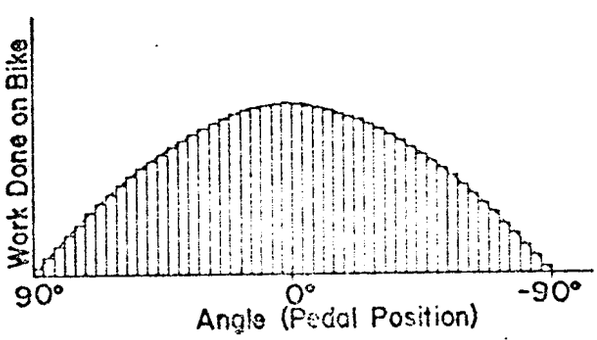
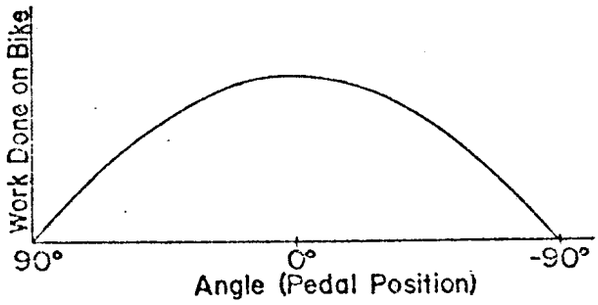

Figure 8. The work done as the pedal moves through a small angle depends on the pedal position.
Figure 9. Work done on the bike depends on the pedal position.
At any rate, if the pedal crank is slowly turned through a particular angle at each of many different positions, the forward distance the bike travels is the same each time. That is, the distance traveled by the bike doesn't depend on the position of the pedal, but only on how far the pedal moves along the arc. Since the work done on the bike is the impelling force, F_i, times the distance the bike moves, ΔD, and since ΔD is the same each time the pedal moves through the same small angle, the graph of work done on the bike versus the pedal position is indicated in Figure 8. In that figure, each rectangle represents a pedal motion of 3.6°, and the height of the rectangle is the work done, $F_i \times \Delta D$. If we then make the rectangles narrower and narrower, representing smaller and smaller angles, we end up with a smooth graph like that of Figure 9. Now let's look at the work input to the bicycle. You might guess that this would be the force (F) exerted by the hanging weight times the distance Δd the pedal travels along the arc. Since the weight F is constant, as is the distance Δd, this product does not vary as the pedal rotates. But the work done on the bicycle ($F_i \times \Delta D$) does vary as the pedal rotates. Apparently, the work done on the bike is not equal to the force exerted by the hanging weight (F) times the distance the pedal travels along the arc (d). Yet, in this orderly world, it is reasonable to think that the work input, except for frictional losses, should be the same as the work output. If this is the case, the work put into the pedal must depend upon the pedal position.